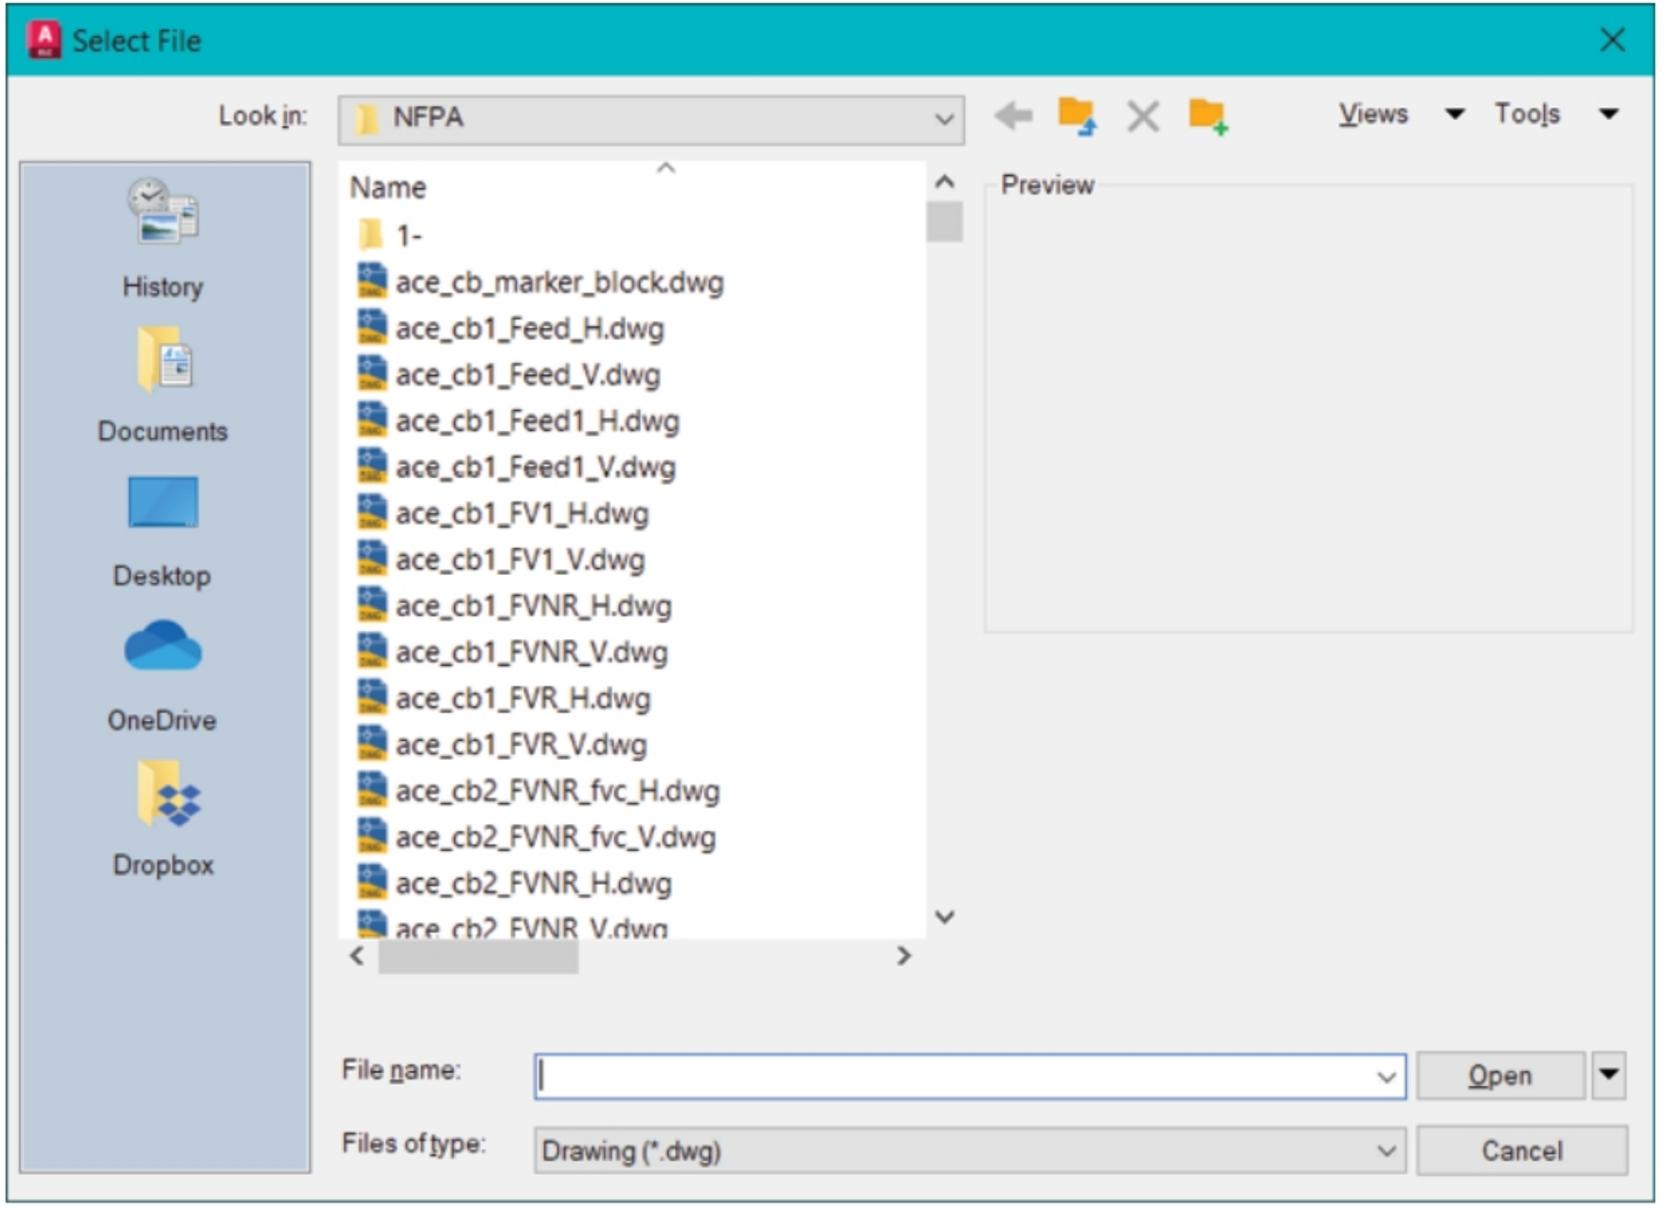

Figure-63. Select File dialog box
- Click on the **Browse** button next to **Block name** edit box in the **Block Name to Insert** area of the dialog box. The **Select File** dialog box will be displayed; refer to Figure-63.